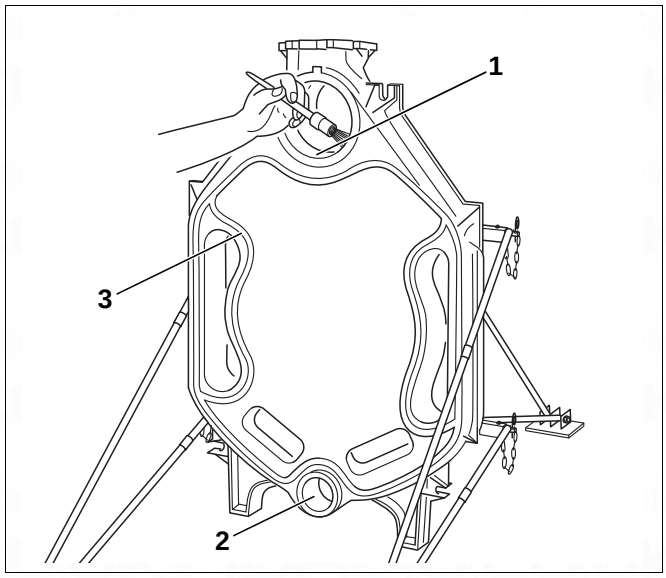

Fig. 13 Prepare packing grooves and hubs
- Clean the packing grooves where required using a wire brush and cloth (Fig. 13, [3]).
- Clean the hub sealing faces (Fig. 13, [1] **a**nd [2]) with a rag soaked in white spirit.